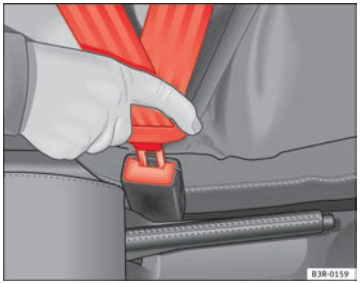

Abb. 11 Gurtschloss und Schlosszunge des Sicherheitsgurtes
– Stecken Sie die Schlosszunge in das zum Sitz gehörende Gurtschloss, bis es einrastet ⇒ Abb. 11.